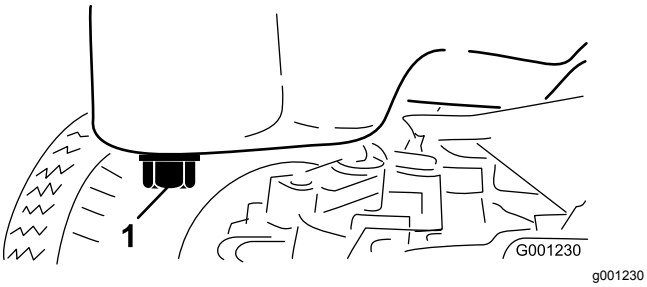

Figur 47
4. Sett tappefatet under tappepluggen på bunnpannen (Figur 47).